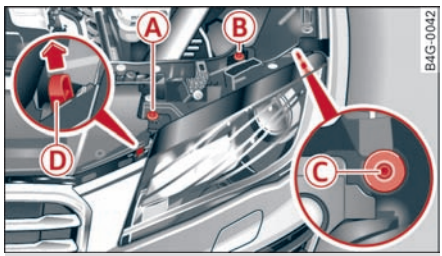

图 248 左侧大灯：固定螺栓和大灯锁止件
- 为了拆卸大灯，将螺栓 Ⓐ、Ⓑ 和 Ⓒ ⇨ *图 248* 逆时针方向松开约五圈。
- 将大灯锁止件 Ⓓ ⇨ *186 页，图 248* 向上拉，同时将大灯推入其初始位置，直至其与周围的车身部件齐平并且安装牢固。 ▶
- 再次拧紧螺栓 ⇨ *186 页，图 248*。